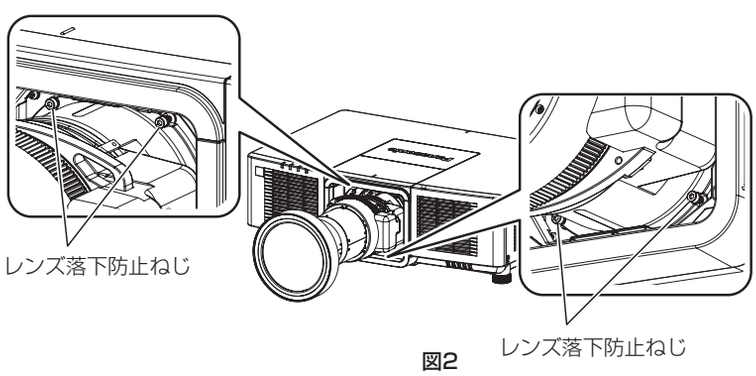

図2
- ズームレンズ（品番：ET-EMU100）を取り付けている場合は、投写レンズの周囲にあるねじ（4 本）を、ズームレンズ（品番：ET-EMU100）に付属の六角ボールポイントドライバーで取り外してください。（図 2）